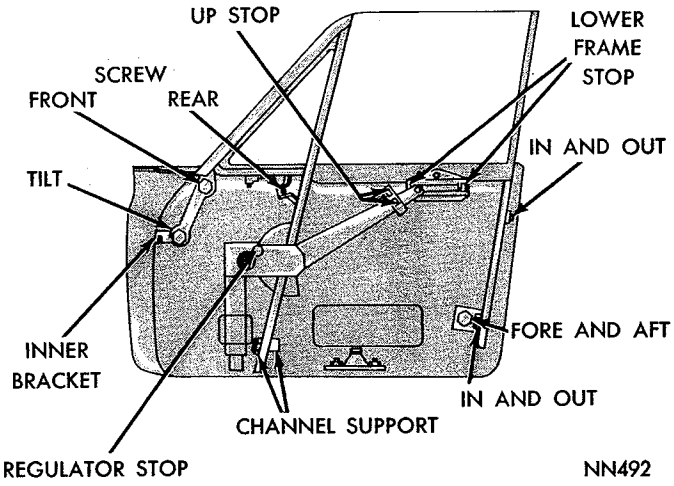

**Fig. 110—Front Door Glass Adjustments—Belvedere - Satellite - Hardtop - Convertible**
(1) Open door and lower glass 1/3 way.
(2) Adjust rear run channel upper attachment (Fig. 110) until window is centered between inner and outer belt line weatherstrips and tighten nut.
(3) Close door, raise window seating top of glass and front of vent wing fully against and parallel to roof rail weatherstrip.
(4) Tighten vent wing belt line screws and nut on front leg of vent wing.
(5) Tighten vent wing bracket nuts on inside panel, front face of door.
(6) Position and tighten up stop against regulator arm.
(7) Tighten vent wing division channel support screw.
(8) Tighten division channel to lower support screw.
Service procedures for the glass run channel (Fig. 110) are the same as outlined for the two door hardtop Fury Models.